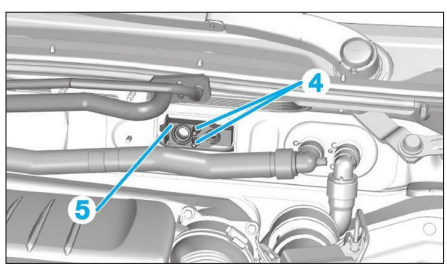

**Fig. 10**
- les vis (4) du détendeur **(Fig.10)**,
- le détendeur (5).